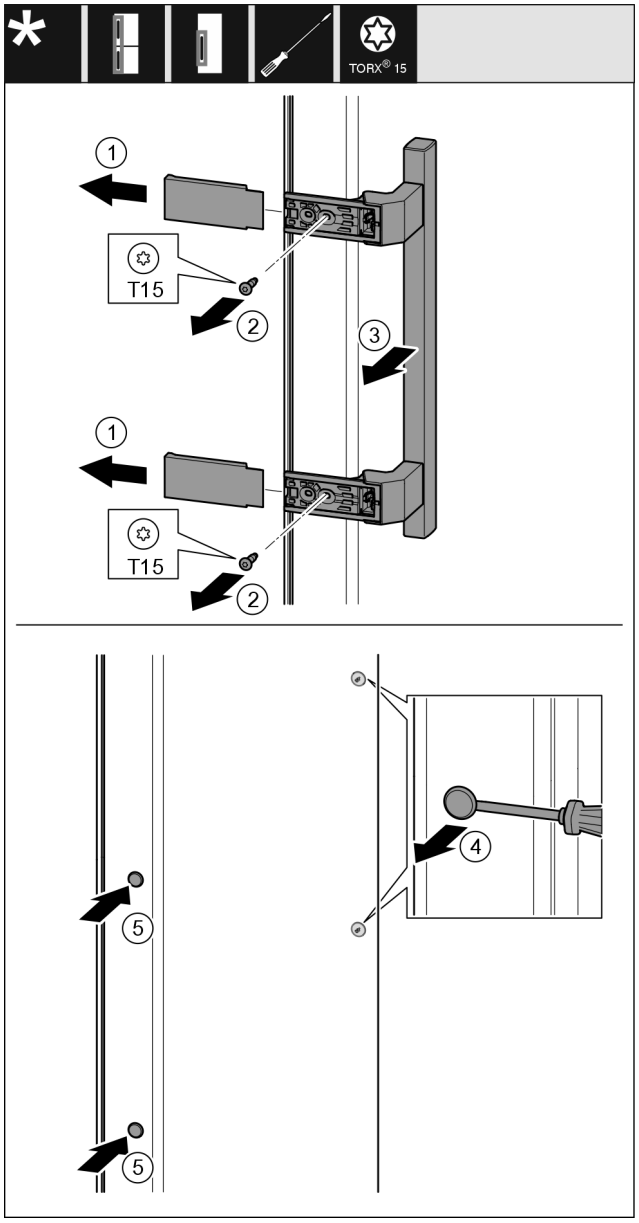

Fig. 54
- ▶ Noņemiet pārsegu *Fig. 54 (1)*.
- ▶ Ar skrūvgriezi izskrūvējiet skrūves *Fig. 54 (2)*.
- ▶ Noņemiet rokturi *Fig. 54 (3)*.
- ▶ Paceliet uzmanīgi ar plakano skrūvgriezi un izvelciet ārā sānu aizbāzni *Fig. 54 (4)*.
- ▶ Ievietojiet atpakaļ aizbāzni *Fig. 54 (5)* otrajā pusē.